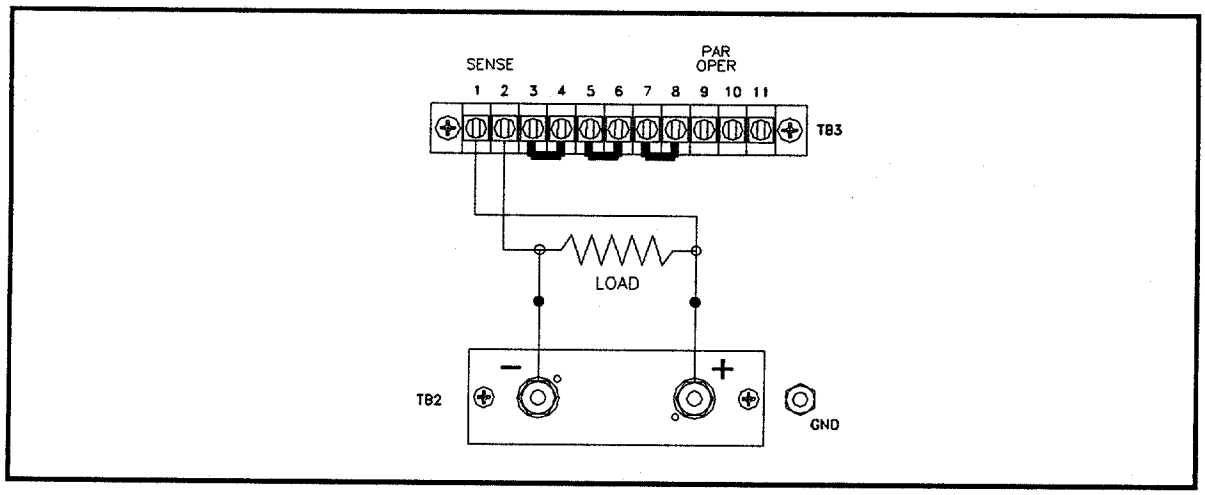

Figure 3-3 Remote Sensing Connections
3.2.2 ..... Remote Sensing (Figure 3-3)